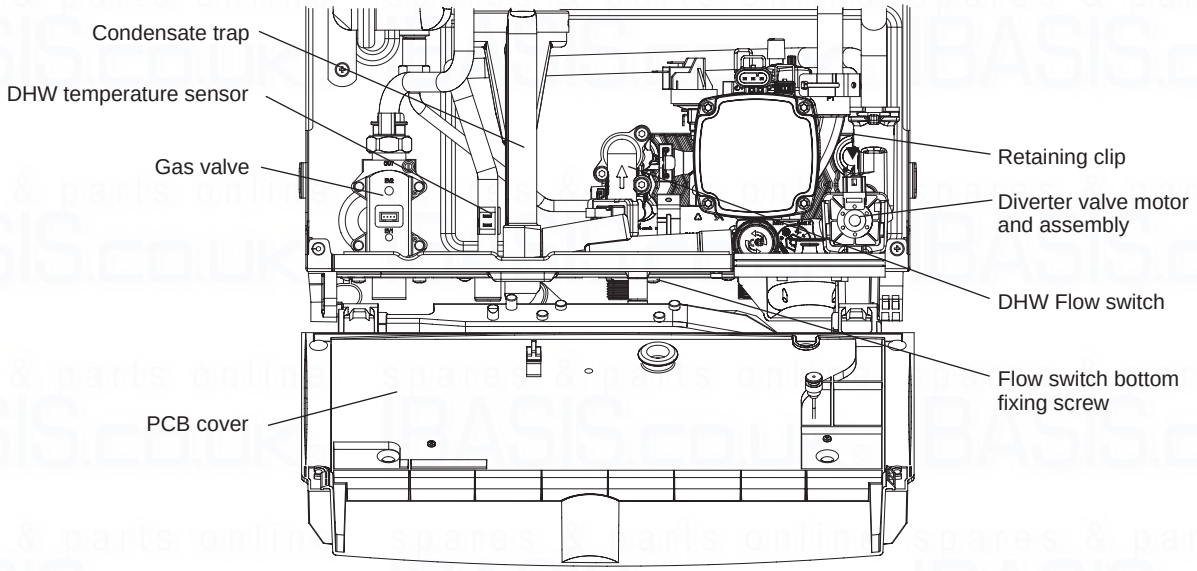

**Fig. 7.2**
2. Remove the three retaining screws in the PCB cover and remove cover. See Fig. 7.2.
### 7.10 DHW TEMPERATURE SENSOR - Fig. 7.2
1. The DHW sensor is positioned in the hot water outlet pipe to the left of the flow switch, see Fig. 7.2. Unplug the two connections and unclip the sensor from the pipe.
### *7.12 DHW FLOW SWITCH - Fig. 7.2*
### *7.21 DIVERTER VALVE MOTOR - Fig. 7.2*
### *7.22 DIVERTER VALVE CARTRIDGE - Fig. 7.2*